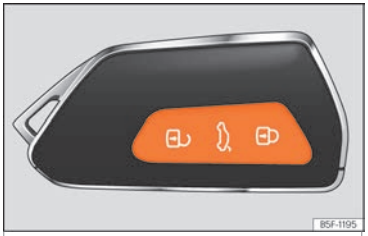

Fig. 85 Llave por control remoto: teclas.
- Bloquear: pulse el botón ››› fig. 85.